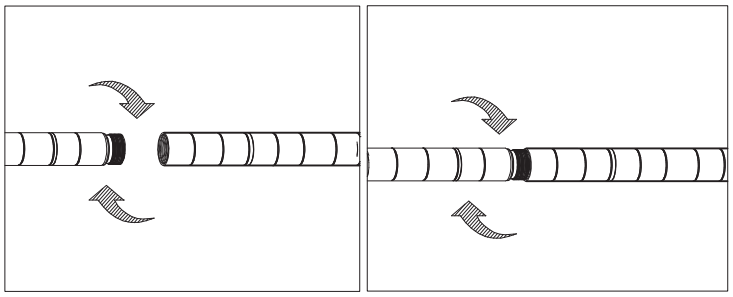

Figure 1
i. La partie supérieure du montant comprend un capuchon de plastique à l'unc de ses extrémités tandis que la partie inférieure comporte une patte réglable. Les raccords de montants jointés ont été pré-installés pour faciliter l'assemblage. Vissez fermement les montants (un long et un court) ensemble. (Voir la Figure 1)